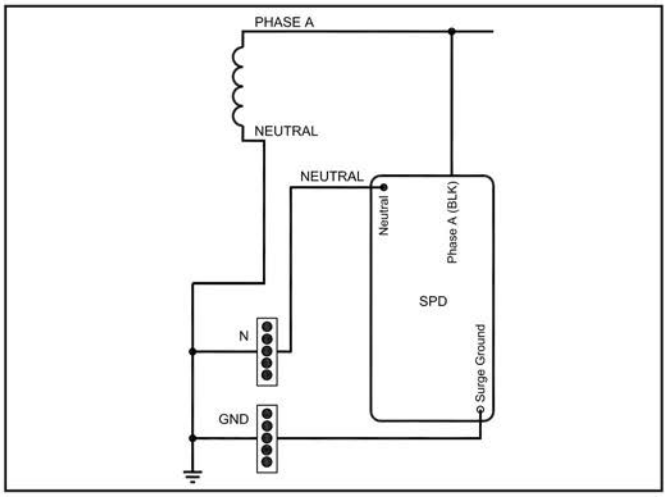
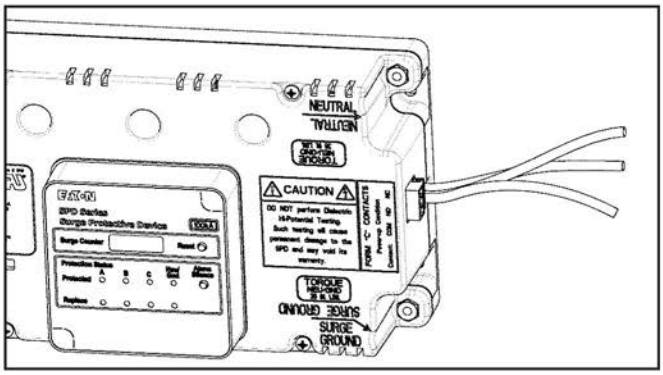

Figure 6. Wiring - Single Phase Units (230 L)
Figure 14. Phase Connections
6. Select the correct wiring diagram for the SPD you are installing. You must refer to this diagram while wiring the SPD. See Figures 6, 7, 8, and 9, on page 4.
5. Connect Phase wire to circuit breaker. NEC requires that conductors to a surge device be protected by an overcurrent protection device. The cables on the SPD are #10 AWG, therefore would require a 30A 3-pole breaker. See Figure 14, and the wiring diagrams shown in Figures 6, 7, 8 and 9.
8. The SPD (Standard and Standard with Surge Counter models) also has a connection available for remote monitoring of the Form C relay contacts. See Figure 14. This is a green connector located on the side of the SPD. To make the connection, remove the green connector and install the remote monitor leads (connector supports 12-24 AWG wire). Fasten the remote monitoring wires to the N.O., N.C. and COM connection points per the label on the front of the SPD. Contacts are rated: 150 Vac or 125 Vdc at 1A. Follow all national, state and local electrical codes. With wiring complete, plug the green connector into the SPD.